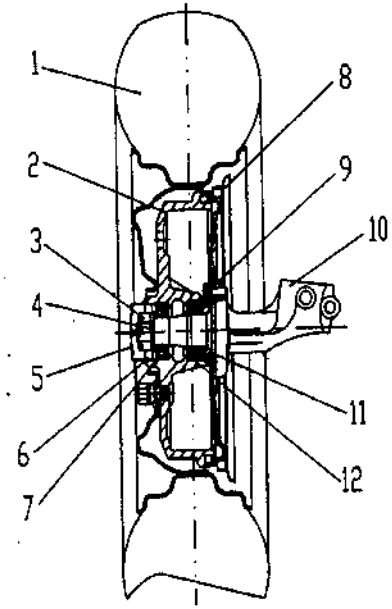

Fig.3.8-4
3. Adjust the front hub bearing (refer to Fig.3.8-4)